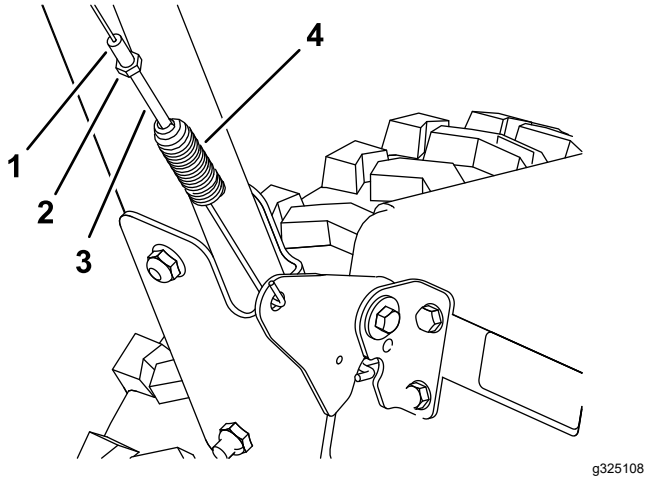
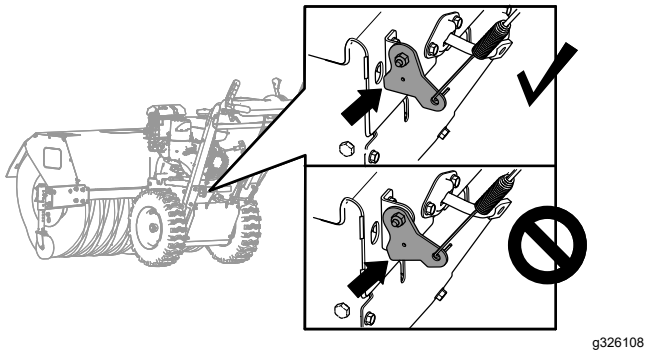

Figur 34
Figur 35
1. Løsne låsemutteren (Figur 34).
2. Roter fjærspenningsjusteringen til kabelen er stram (Figur 34) og bunnen av braketten berører den øverste platen på maskinen (Figur 35).
3. Stram til låsemutteren (Figur 34).